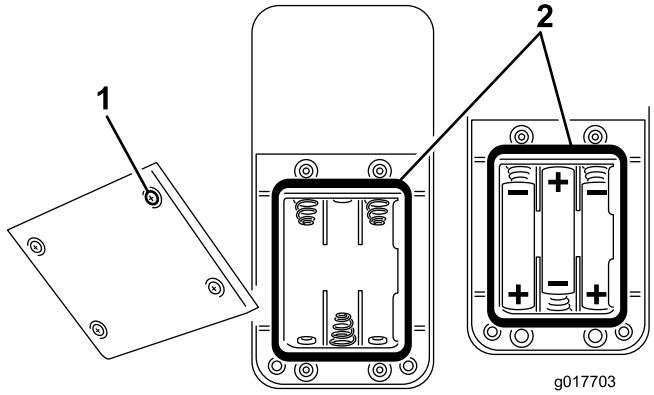

Figuur 31
2. Als u batterijen in een leeg batterijvak plaatst, breng dan drie nieuwe AAA-batterijen aan. Plaats de batterijen zoals wordt getoond in Figuur 31.
3. Als u lege batterijen vervangt, verwijder dan de oude batterijen en plaats drie nieuwe AAA-batterijen. Plaats de batterijen zoals wordt getoond in Figuur 31.